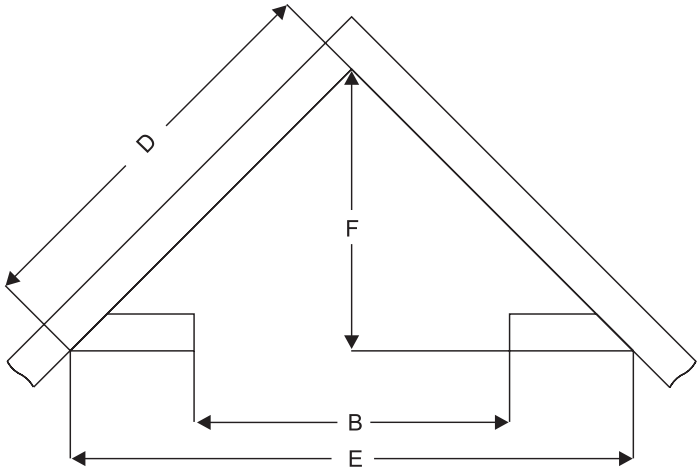
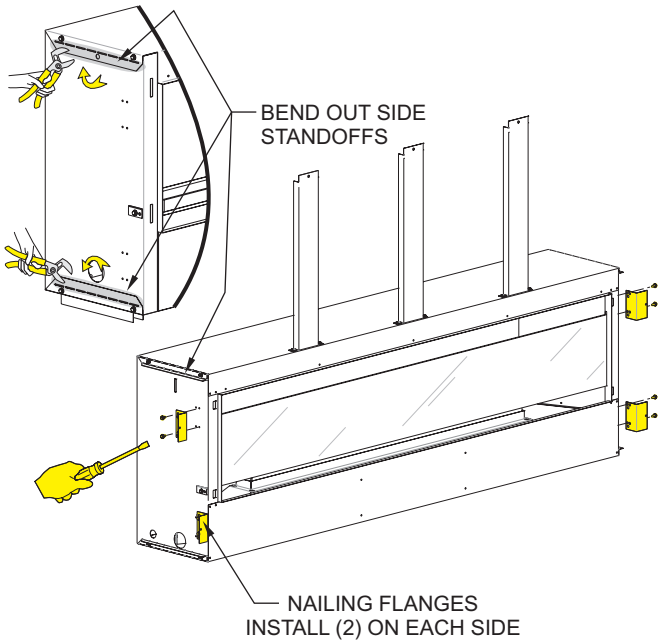

Figure 36 - Rough Opening for Installing in Corner
Figure 41
- Use dimensions shown in **Figure 36** for corner rough opening. Be sure to provide gas line and electrical power for fireplace assembly.
4. On the top and bottom of each side are side framing standoffs. Use pliers to bend the side framing standoff 90 degrees away from the cabinet. **See Figure 41.**
5. Locate nailing flanges in the envelope pack. The holes in the nailing flanges allow different size boards and different locations for the boards. **See Figure 36.** Bend the brackets at 90° angles. Install four nailing flanges with two 10 x 1/2 screws (each). **See Figure 41.** The hole closer to the front edge of the fireplace is for Installation Option 1. The other hole is for Installation Option 2. Notice: The non-combustible board provided is 1/2-inch thick.